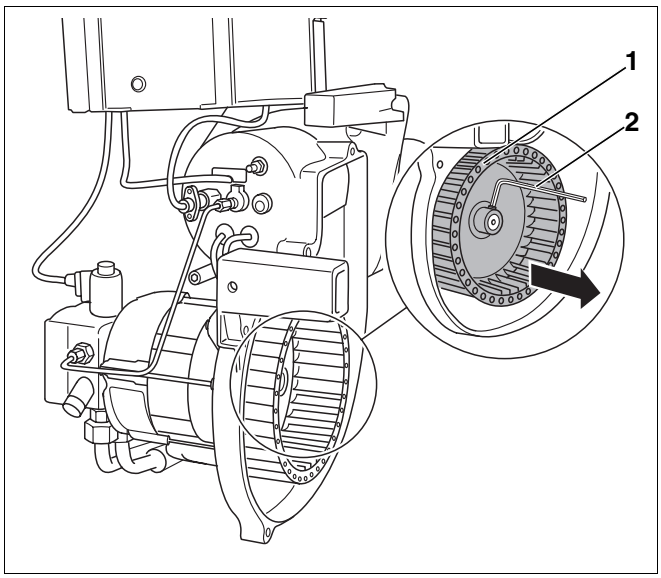

Afb. 31 Ventilatorrad controleren, eventueel reinigen
- Schroef het ventilatorrad (afb. 31, **pos. 1**) met een binnenzeskantsleutel (afb. 31, **pos. 2**) los en trek het van de as.
- Monteer het ventilatorrad (afb. 31, **pos. 1**) weer.